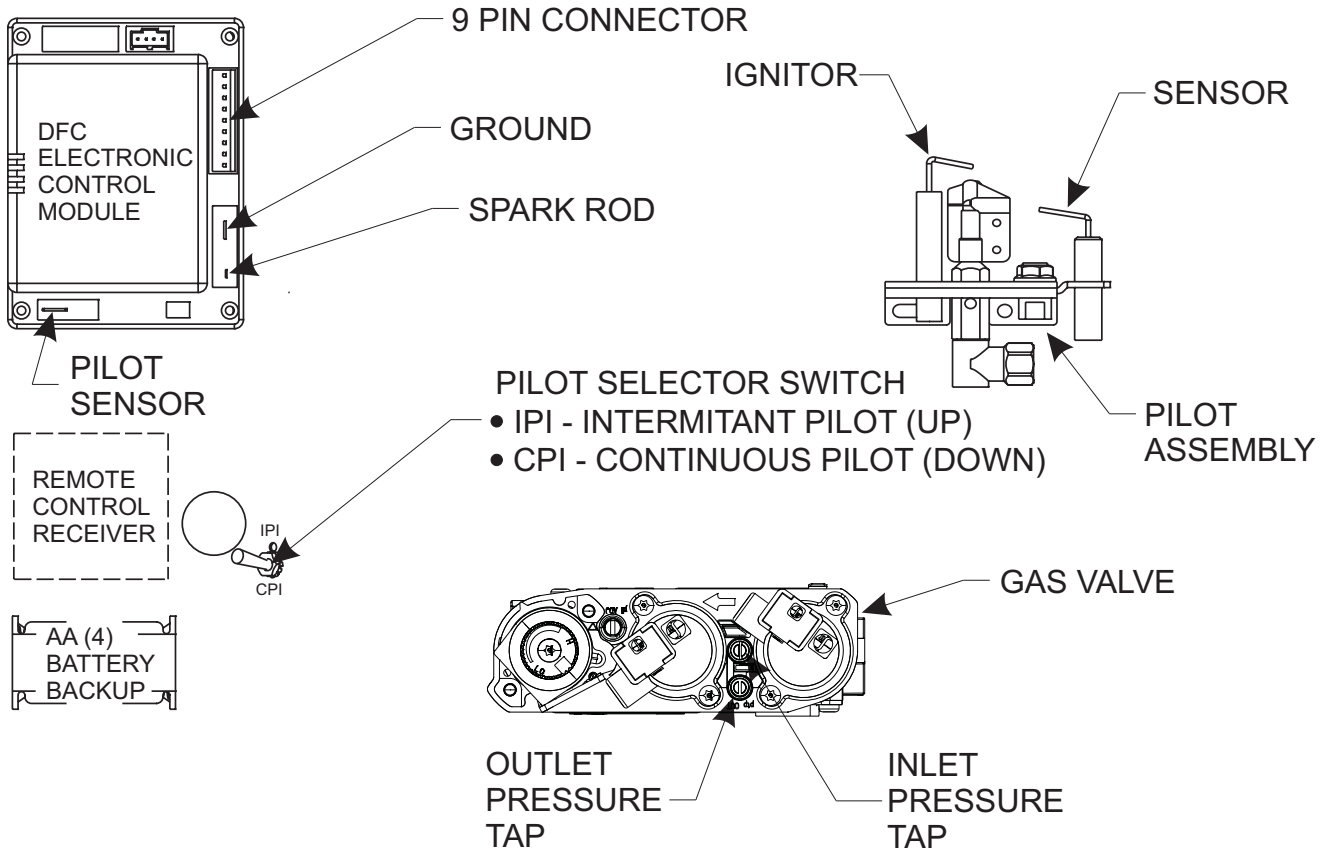

Figure 23
3. The gas valve has inlet and outlet pressure taps as shown in Figure 23. Refer to page 8 for gas pressure requirements.
Note: The gas control has a manual HI/LO flame adjustment knob (regulator) that allows you to increase or decrease the height of the burner flame. See Figure 23. Rotate the HI/LO knob counterclockwise to “HI” to increase the flame height, and clockwise to “LO” to decrease the flame height.
Optional remote controls are available for use with this appliance. To connect the remote receiver to the appliance, first disconnect the ON/OFF switch wires from the white and green wire connectors and connect the wires from the remote receiver to the green and white wire connectors. See Figure 23.